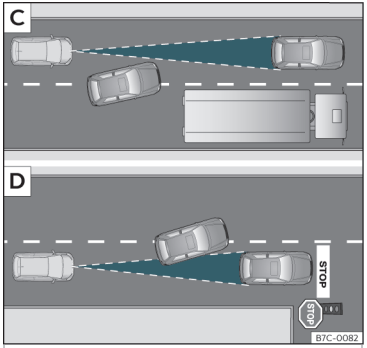

Fig. 163 C Veicolo che cambia corsia. D Veicolo che sterza e altro veicolo fermo.
- Veicoli che cambiano corsia sulla quale state circolando a breve distanza dal vostro veicolo››› **fig. 163** C.
l'ACC potrebbe non reagire a veicoli fermi. Se, ad esempio, un veicolo rilevato dall'ACC effettua una svolta o si sposta e di fronte ad esso si trova un veicolo fermo, l'ACC non reagirà a tale veicolo››› **fig. 163** D.